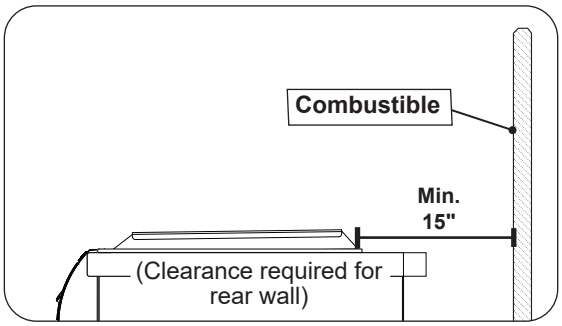

Fig. 18-3 Clearance **'C'** Diagram
- The unit must have a minimum clearance of 15" from the combustible rear wall (see Fig. 18-3).